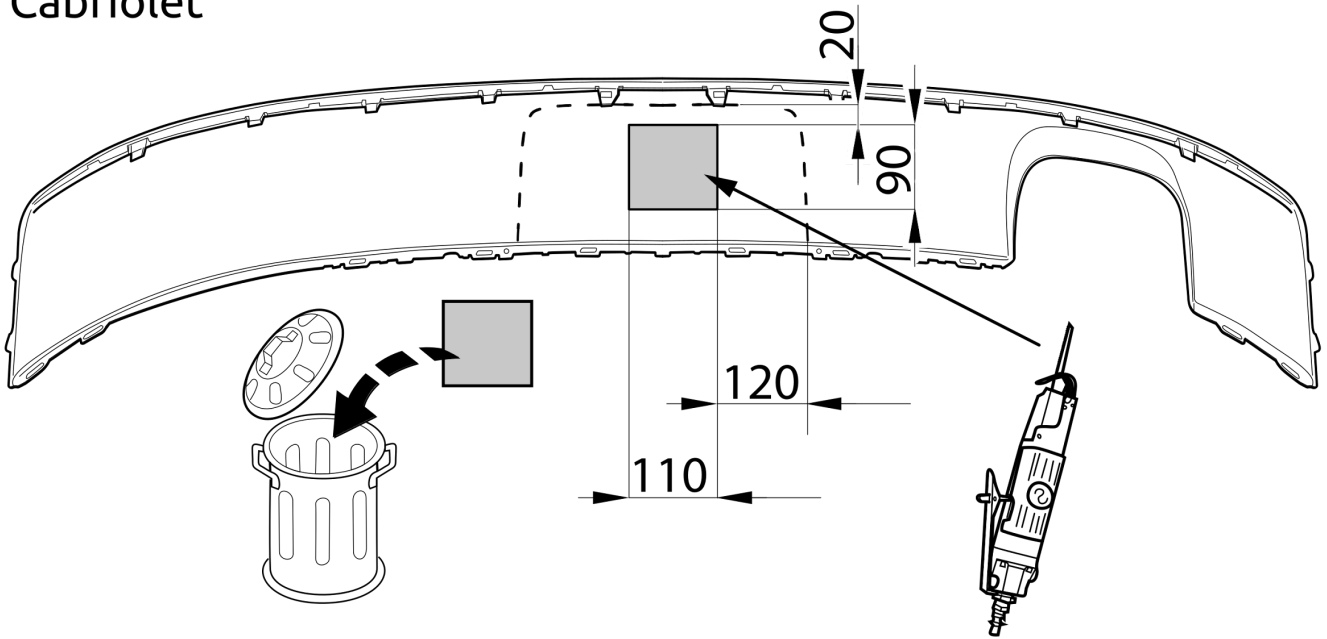

Fig. 9
13. Выпилить обозначенные части, как указано на рис. 9,10,11,12,13,14,15,16,17.